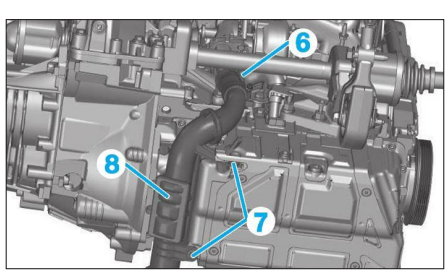

**Fig. 45**
- le collier (6), **(Fig.45)**,
- les vis (7).
• Ecarter le résonateur (8).